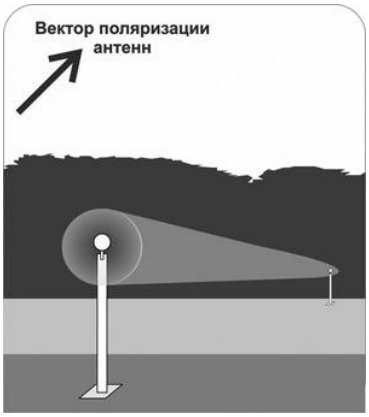

Рис.6.3
6.1.1.3 При вертикальном расположении блоков (наклонная ориентация векторов поляризации антенн, см. рис. 6.3) на БПРМ попадают только прямые от БПРД сигналы, а отраженные нарушителем сигналы поступают на БПРМ с вектором поляризации перпендикулярным собственному вектору поляризации приемной антенны и «невидимы» для БПРМ. Зоны Френеля не образуются и не участвуют в сигналообразовании, что приводит к значительному сужению ЗО.